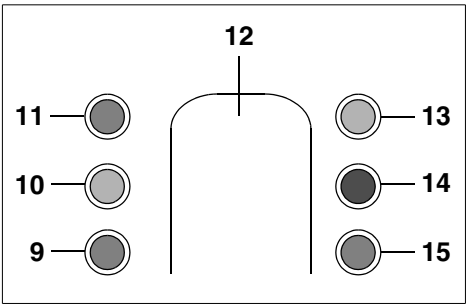

Abb. 7: Kontrollleuchten
b) Die Enthärtungsanlage muss sich in der Betriebsstellung befinden (LED „Regeneration“ (**13**) ist aus). Regeneration durch Drücken der Regenerationstaste (**12**) starten (siehe Abb. 7). Die LED „Regeneration“ (**13**) leuchtet, gleichzeitig blinkt die LED „Umschaltung“ (**10**) im Takt des Stellantriebes. Nach 9 bis 10 Antriebstakten ist die Besalzungsstellung erreicht (Markierung „2“ am
– die LEDs der elektronischen Steuerung. Bei Störungen blinkt die rote LED (siehe Abb. 7).